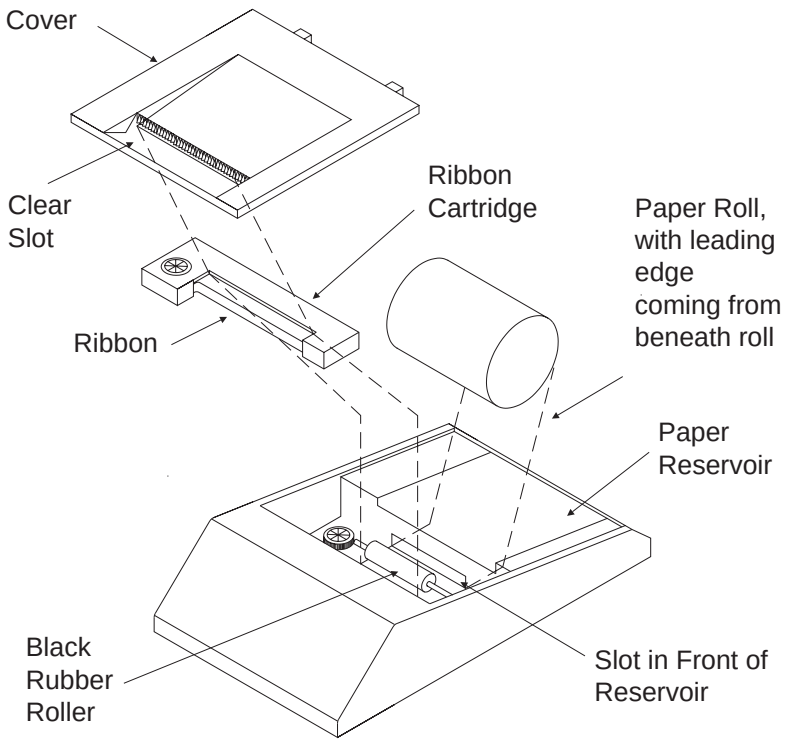

Figure A-9: *Replacing the Paper Roll and Ribbon Cartridge*
1. Push down on the rear top of the plastic printer cover where it's marked "PUSH." This causes the cover to pop up slightly. Remove the cover (Figure A-9).